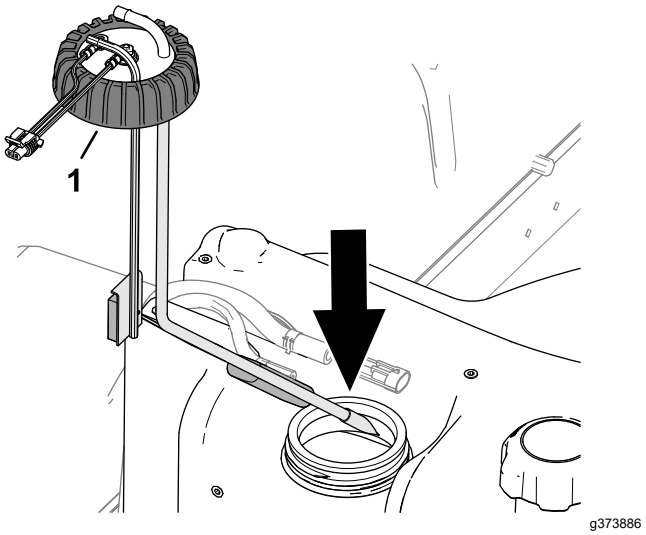

Figuur 93
2. Monteer de brandstofaanzuigbuis en de vlotter voorzichtig in de brandstoftank (Figuur 93).